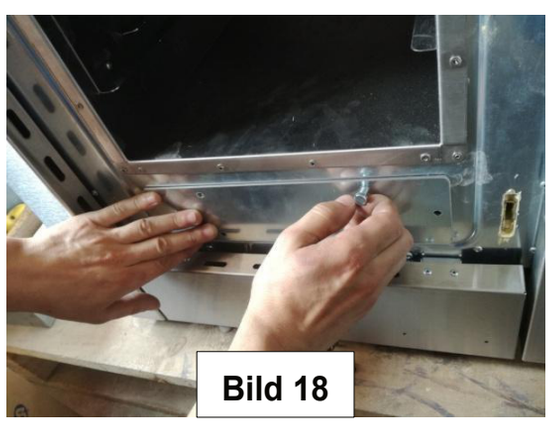

Bild 18
- gegebenenfalls den unteren Zierdeckel (5) abnehmen indem Sie ihn zu sich ziehen,
- durch Abschrauben der Schrauben den Deckel der Reinigungsöffnung (9) abnehmen ⇒ *Bild 18*,